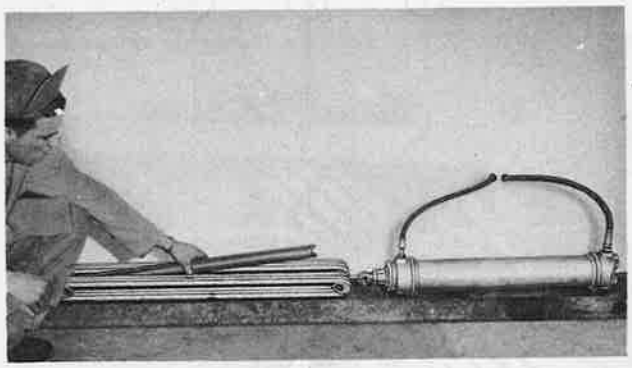

Figure 147—Spreading Bungee With Hydraulic Jack
(8) Use a chain hoist, hydraulic jack, or other suitable power equipment and stretch the shock cords sufficiently to free the spreader bar. (See figure 147.) Remove the spreader bar.
(9) Relieve the tension on the shock cords. The bungee yokes and fittings then may be removed from the shock cords.